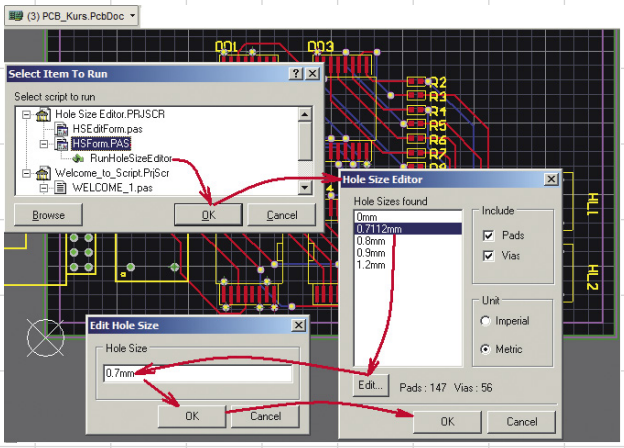

Рис. 9. Редактирование диаметров отверстий в PCB-документе
3. В окне **Select Item To Run** (рис. 9) указываем пункт RunHoleSizeEditor. По щелчку на OK открывается диалоговое окно **Hole Size Editor** скрипт-формы HSForm.pas. Видим, что окно насыщено большим количеством компонентов (инструментов управления):